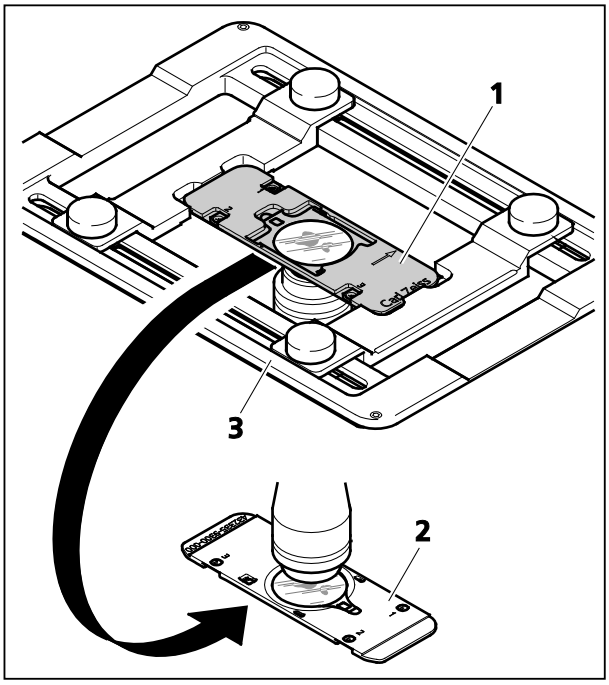

Fig. 177 Inserting a sample holder
- Insert the sample holder into the mounting frame (Fig. 177/**3**) of the microscope stage in the following way:
– for inverted stands, see Fig. 177/**1**
– for upright stands, see Fig. 177/**2**